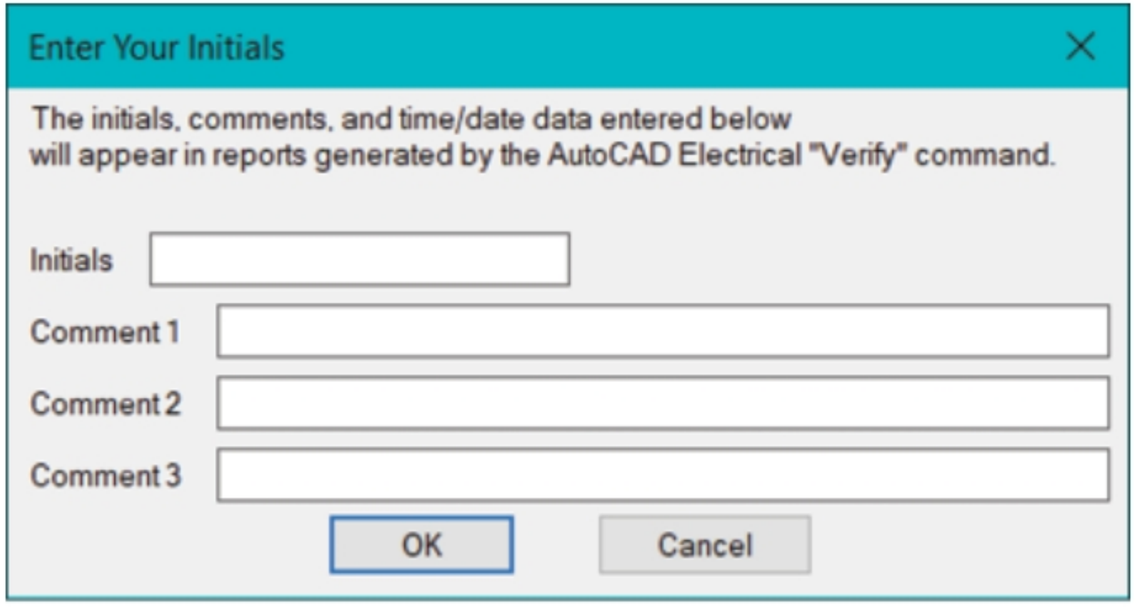

Figure-58. Enter Your Initials dialog box
- Click on the **OK** button from the dialog box to create a mark. The **Enter Your Initials** dialog box will be displayed as shown in Figure-58.